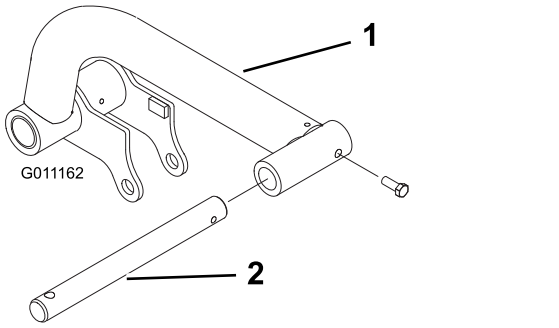

Rysunek 9
1. W tuleję każdego ramienia podnoszącego należy wetknąć jego wałek i zgrać otwory montażowe (Rysunek 9).